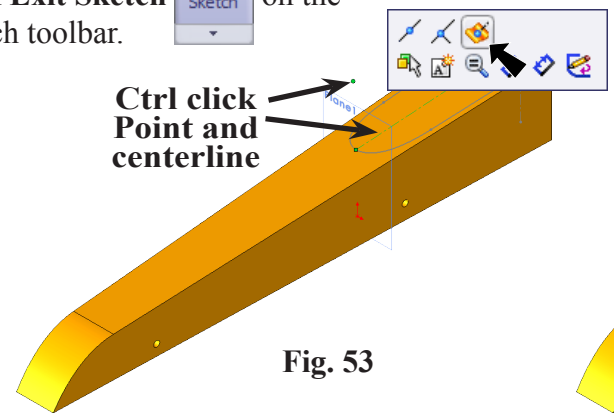
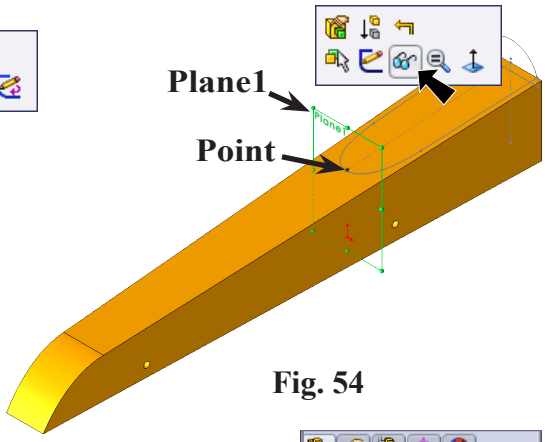

Fig. 53
Fig. 54
Step 5. **Ctrl click Point** and **centerline in first guide curve sketch** to select both. Release Ctrl key and click **Make Pierce** on the Content menu, **Fig. 53** and **Fig. 54**. Make Pierce adds a Pierce relation between Point and centerline.
Step 1. Hide Plane1. To hide, click **Plane1** in drawing and **Hide** from the menu, **Fig. 54**.